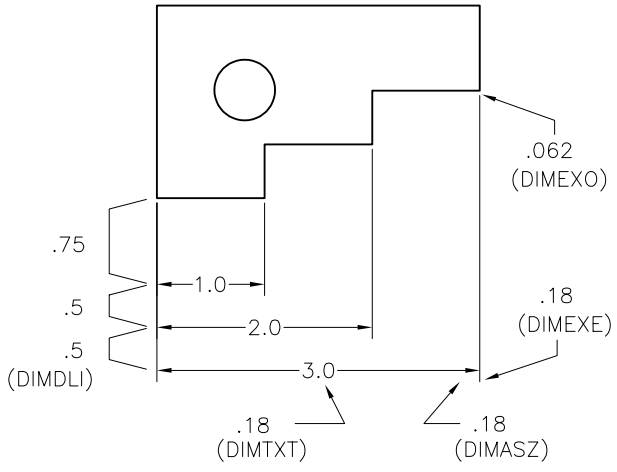

Figure 35-25 *Arrow size, text height, and spacing between dimension lines*
3. The distance between the first dimension line and the second dimension line must be at least 0.25 units. In CAD drawings, this distance may be 0.25 to 0.5 units (6 to 12 units for metric drawings). If there are more dimension lines (parallel dimensions), the distances between them must be the same (0.25 to 0.5 units). Once you decide on the spacing (0.25 to 0.5), the same spacing should be maintained throughout the drawing. An appropriate snap setting is useful for maintaining this space. If you are using baseline dimensioning, you can use AutoCAD's **DIMDLI** variable to set the spacing. You must present the dimensions so that they are not crowded, especially when there is not much space (Figure 35-25).